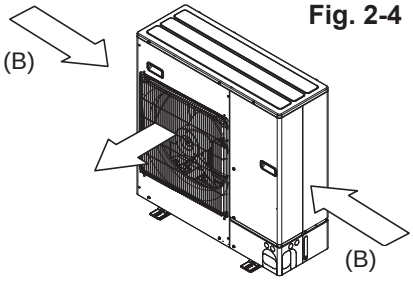

Fig. 2-5
3. Coloque la unidad de modo que la salida de aire sople perpendicularmente a la dirección del viento estacional, si es posible. (Fig. 2-5)